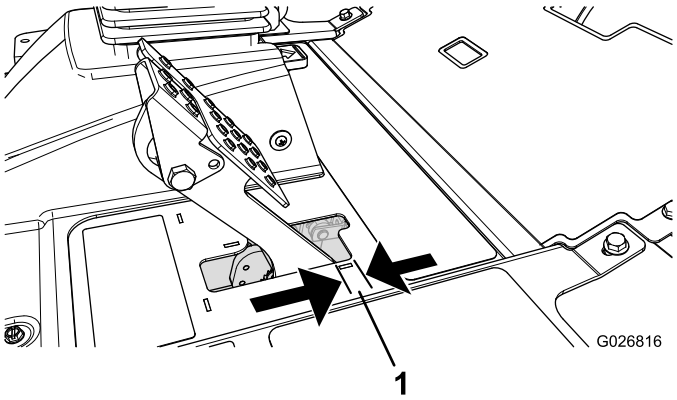

Figuur 64
Stel de remmen af als de rempedaal meer dan 25 mm speling heeft (Figuur 64), of als er meer remkracht nodig is. Met speling wordt de afstand bedoeld die het rempedaal wordt ingetrapt voordat er remweerstand wordt gevoeld.
2. Draai de achterste moer vast om de kabel naar achteren te halen totdat de rempedalen 6 tot 13 mm speling hebben (Figuur 64) voordat het wiel blokkeert.